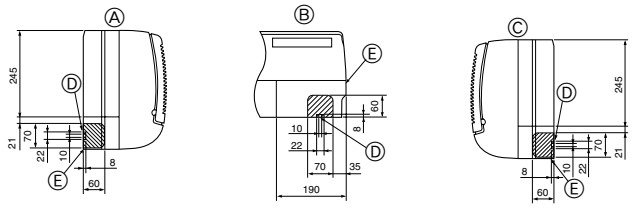

Fig. 4-3
② Die Lage der auszubrechenden Löcher auf dem Gerätekörper festlegen. (Fig. 4-3)